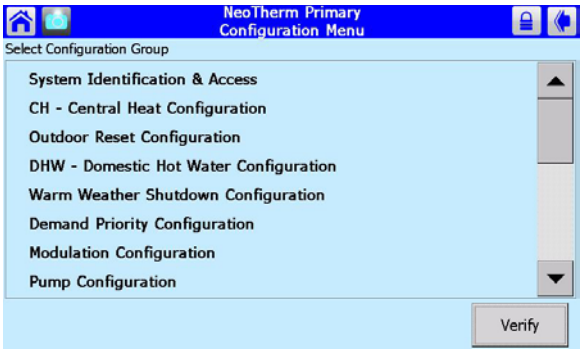
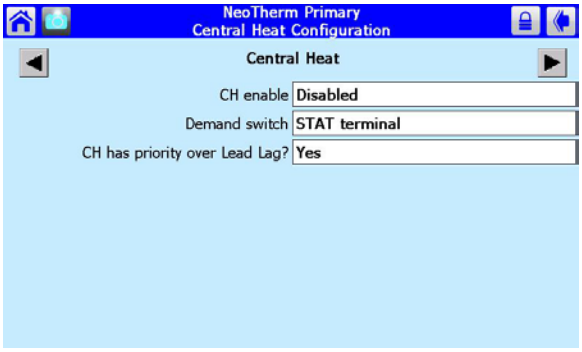

Fig. 39 - Configuration Screen
Fig. 40 - Central Heat Configuration
3. Press the Configure button to start a configuration session for the selected controller. See Fig. 39.
4. Next, we will show you how to change one of these parameters. Let's turn on the Central Heat function. On the Configuration Screen (Fig. 39), scroll down and press the line for CH – Central Heat Configuration. Figure 40 shows the screen which follows.